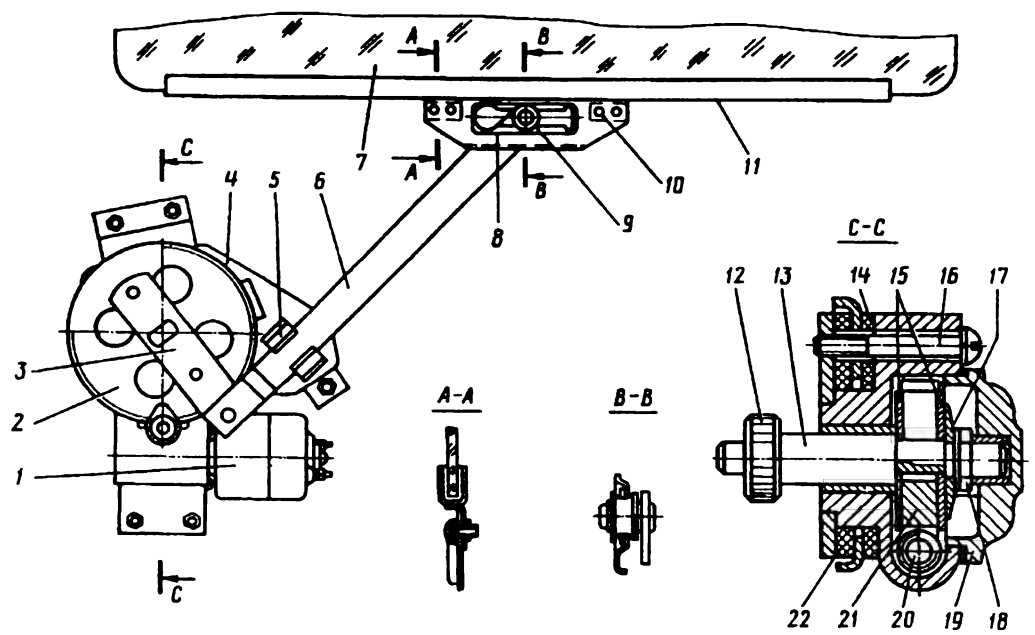

Рис. 205. Стеклоподъемник:
6. Отверните четыре винта крепления кулисы *8* (рис. 205) стеклоподъемника к кронштейну обоймы опускного стекла и выньте стекло (или обойму стекла) вверх.
Стеклоподъемник — рычажный с электрическим приводом (рис. 205). Для демонтажа стеклоподъемника снимите обивку двери, опустите стекло в положение, при котором обеспечивается доступ к винтам крепления кулисы к обойме через монтажные люки внутренней панели двери, отсоедините провода от выключателя и электродвигателя далее: